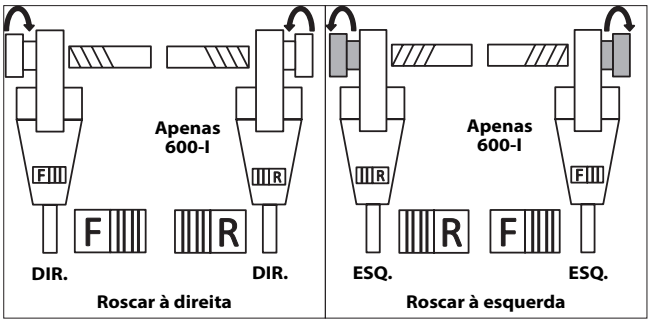

Figura 10 – Interruptor deslizante/Orientação da cabeça de roscar
7. Posicione o Interruptor Deslizante F/R do propulsor para roscar do lado desejado (esquerdo ou direito). *Ver Figura 10.*